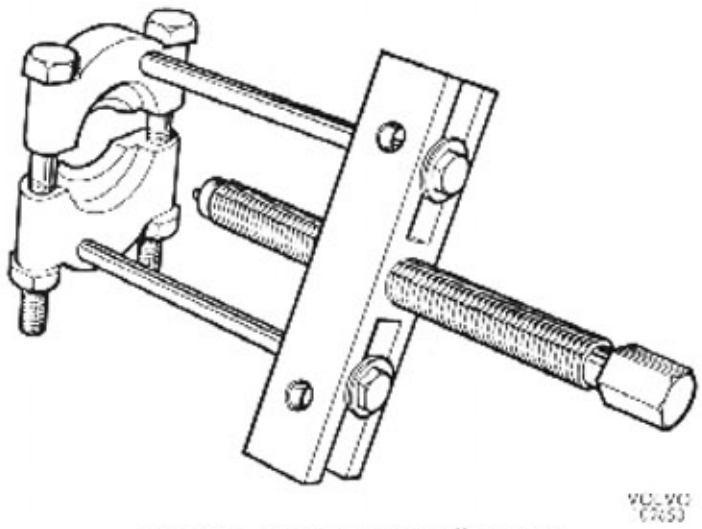

Bild 32-30. Avdragare för kullager m m
2. Dra av släpringen med avdragare (exempelvis avdragarplatta KUKKO 16-17/0 och dragbultar 16-1840), se även bild 32-30. OBS! Släpringen blir då obrukbar och måste bytas.